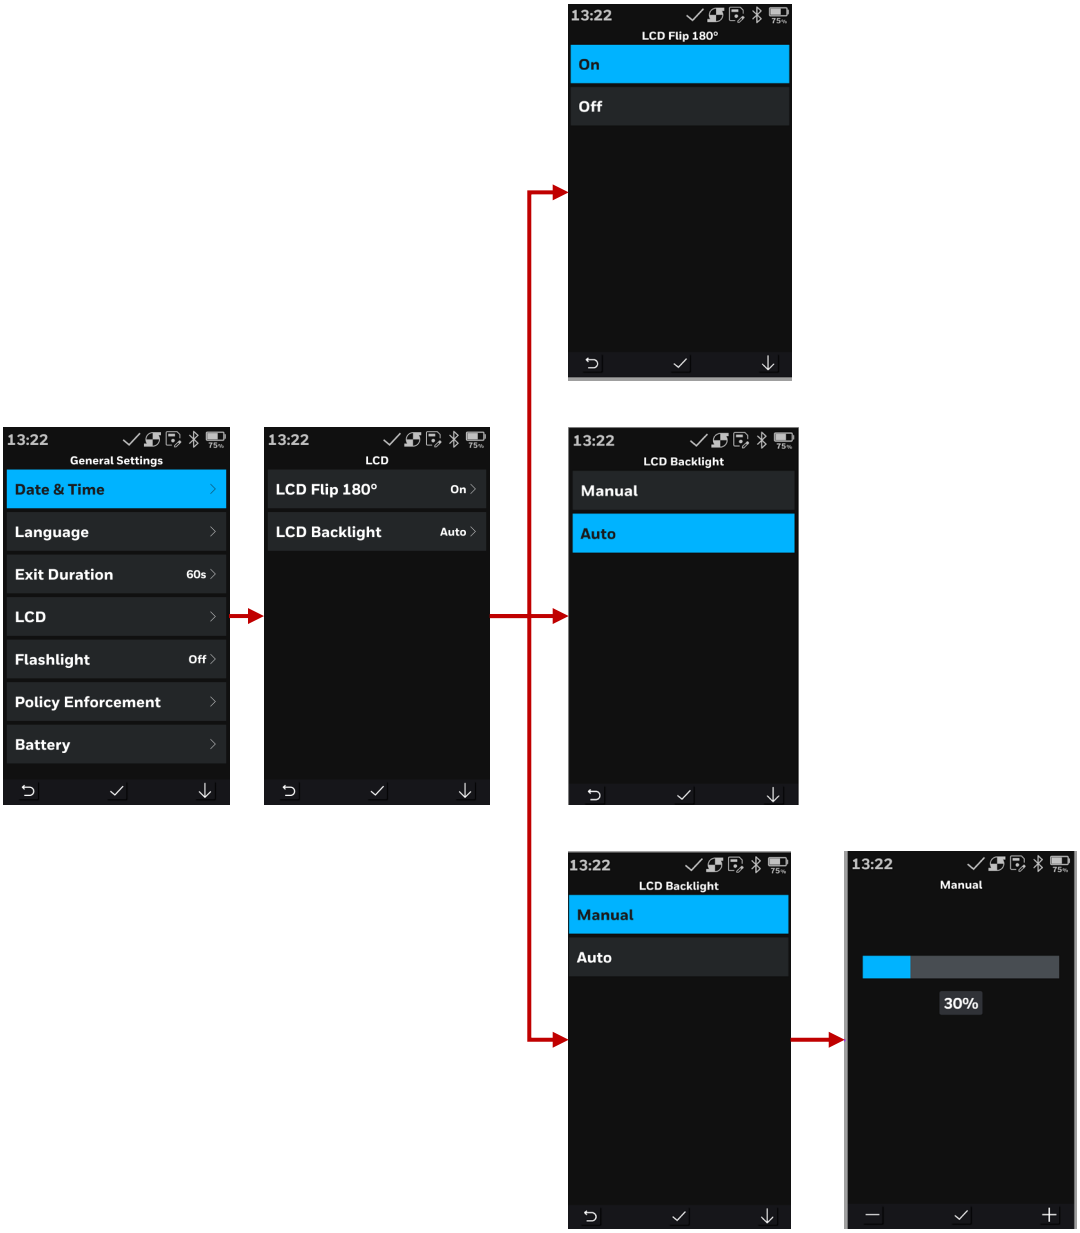

*Figure 53: Display Behavior Settings*
- **LCD Backlight:** Select between manual and automatic backlight control. In manual mode, you can adjust the backlight level by pressing the plus (+) and minus (–) keys located at the bottom of the screen. If you opt for automatic backlight, the device utilizes an ambient light sensor to detect surrounding light levels and automatically adjusts the LCD backlight for optimal visual comfort and clarity. Figure 53 below illustrates these display behavior settings options.